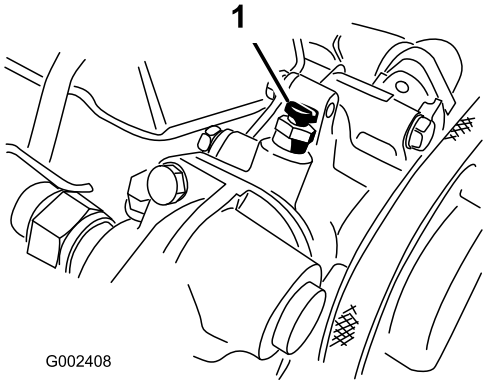

Figur 61
6. Åpne lufteskruen øverst på vannpumpen (Figur 61).